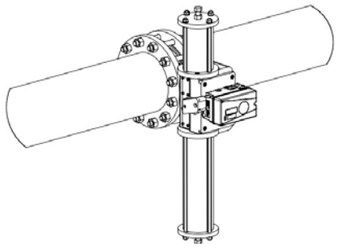

Fig. 3 – Recommended mounting direction of a spring returned actuator, spring cylinder facing downwards.
The actuator may be installed in any position. The only position we do not recommend is to install the valve with the valve stem and actuator facing downwards. In this position, the valve stem seal arrangement can be damaged by dirt in the pipeline and compromise the stem tightness over time. Any potential leakage, i.e. from the flange packings, may also damage the actuator. See fig 3.
Spring return actuators, is recommended to be mounted with the spring return unit (longer cylinder), facing downwards. This will prevent any condensing water to be collecting inside the cylinder and instead be released through the filter mounted in the cylinder end. See fig 3.
5. The linkage mechanism (Fig. 3) can now be lifted out of the actuator. Further dismantling of the linkage mechanism is not normally necessary.
2 If the linkage mechanism (Fig. 3) has been dismantled, re-assemble it. Fit the links (13) to the coupling pins (15). Then fit the circlips (33) and assemble the links with the lever (6) and pins (11).